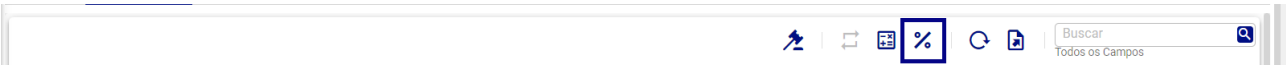

Figura 362: Cálculo por Percentual
– **Cálculo Por Percentual (Figura 362):** Esta operação recalcula todos os valores dos itens orçamentários com base no percentual cadastrado para cada item em relação ao valor dos **Impostos** definido na tela de **Percentual por Item Operacional**.